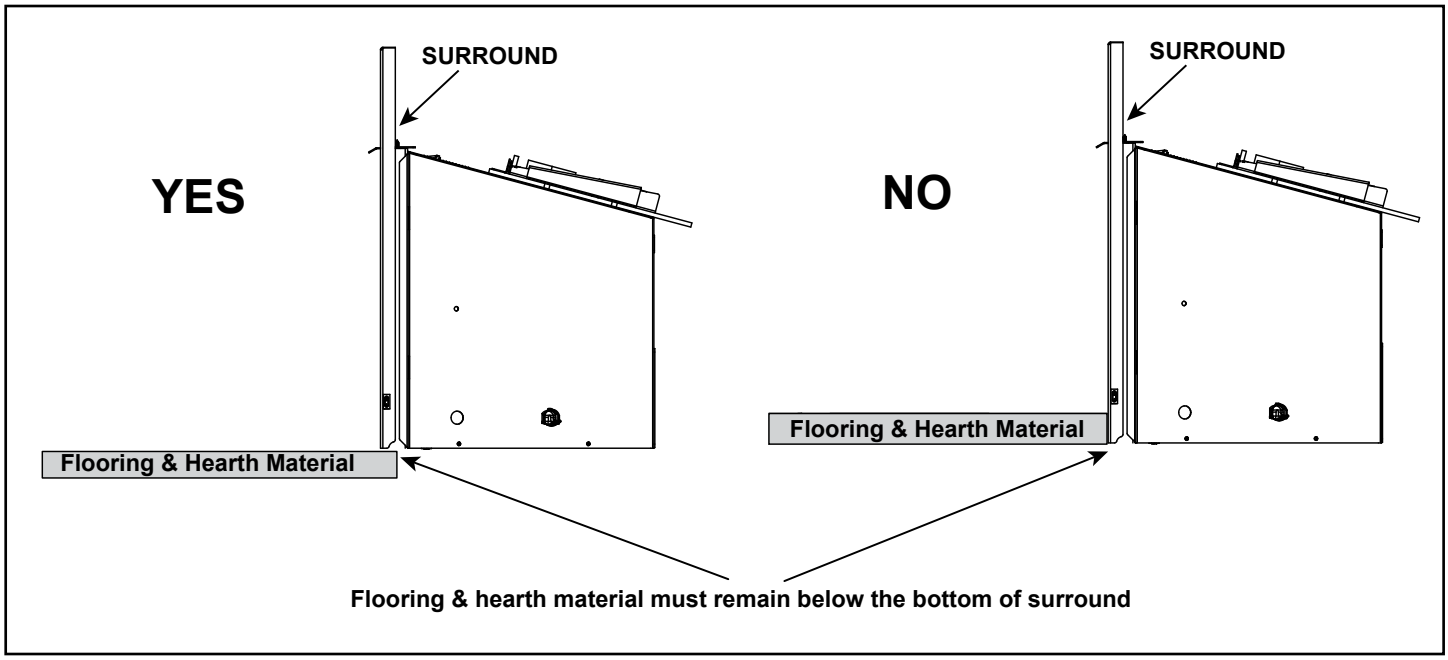

Figure 8.5 Flooring & Hearth Material
- All flooring and hearth material must remaln below the bottom of the surround. See Figure 8.5.